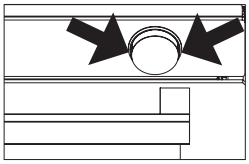
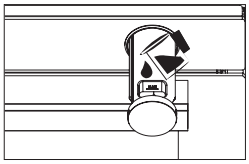
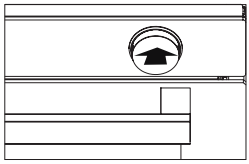
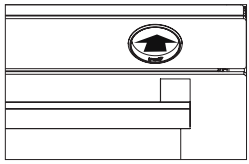

Figura 17
Figura 18
Figura 19
Figura 20
1. Retire el recipiente de agua tirando de él por los puntos indicados por la flecha. Rellene el recipiente de agua (Véase la figura 17) y deslícelo en el sentido de la flecha hasta la posición inicial para colocarlo en su sitio (Véase la figura 18), (Ver figura 19). Después de 10 minutos de precalentamiento, deslice el recipiente de agua en la dirección de la flecha hasta que oiga un "clic" (Véase la figura 20).